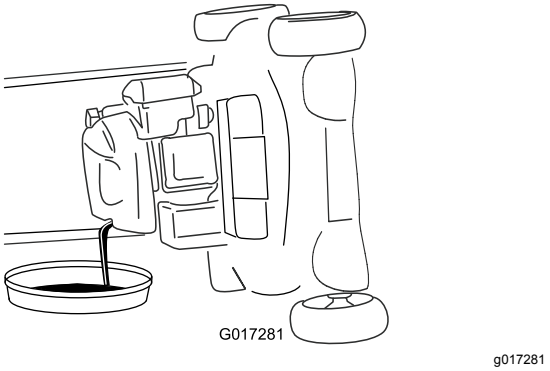

Bild 33
4. Kippen Sie die Maschine seitlich (Luftfilter nach oben), um das Altöl aus dem Öleinfüllstutzen abzulassen (Bild 33).